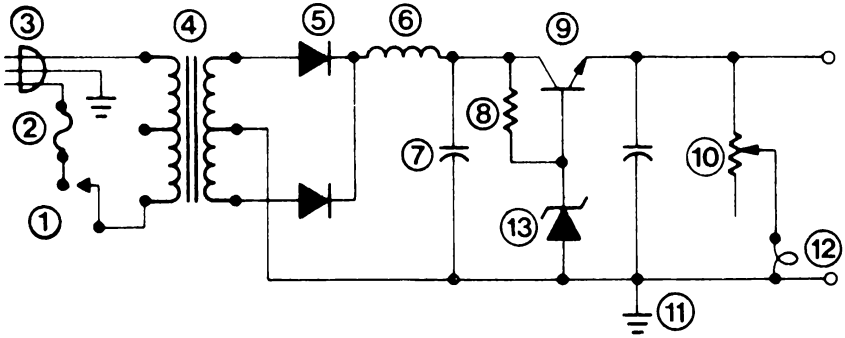

Figura 4
7. Riferitevi alla Figura 4. Associate i componenti della Figura 4 con i nomi dati qui sotto.